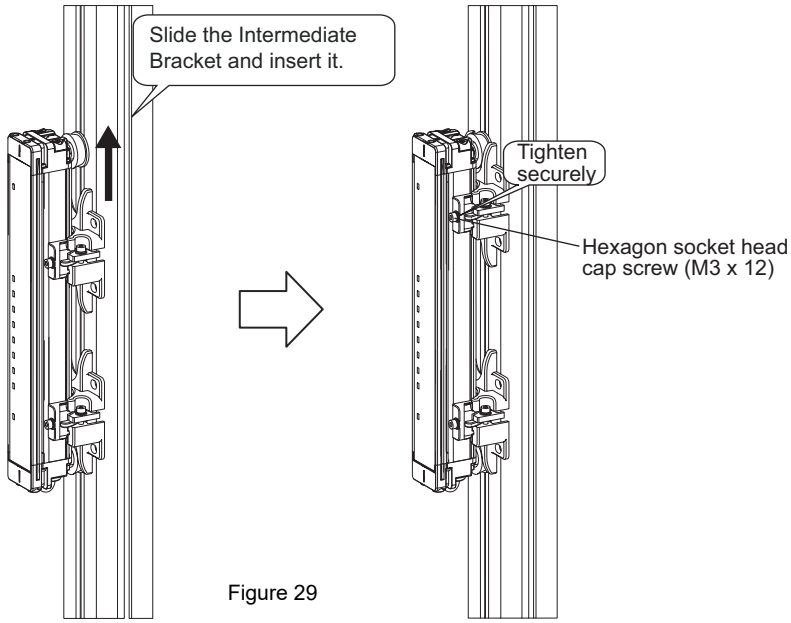

Figure 29
5. Slide the Intermediate Bracket mounted at the top of the sensor to insert it into the One-touch M6 Bracket (or One-touch M8 Bracket) mounted to the aluminum profile, and then tighten the hexagon socket head cap screws (M3 x 12) on Intermediate Bracket (1) to secure the sensor. (Figure 29)